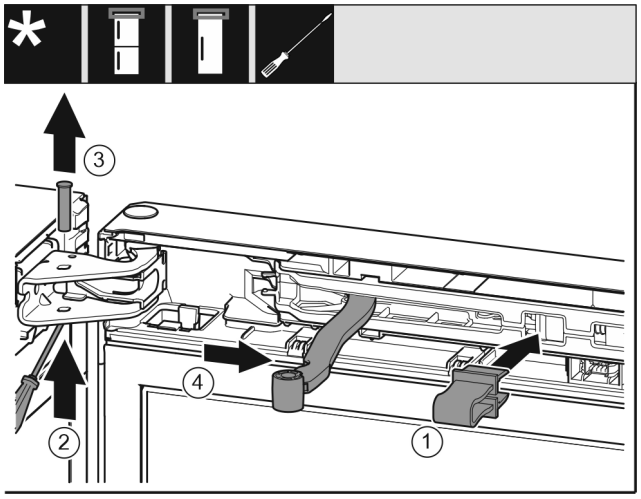

Fig. 10
- ▶ Beveiliging *Fig. 10 (1)* in opening vastklikken.
- ▶ Bouten *Fig. 10 (2)* eruit schuiven.
- ▶ Bouten *Fig. 10 (3)* naar boven toe wegnemen.
- ▶ Scharnier *Fig. 10 (4)* in de richting van de deur draaien.